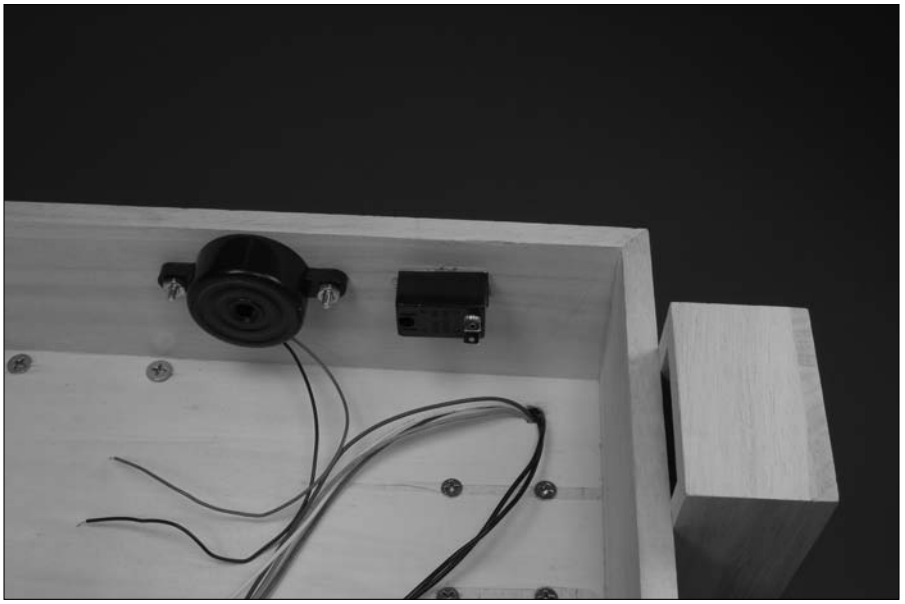

Figure 13-34: The buzzer and the on/off switch mounted on Sam.
11. **Drill two holes for 6-32 screws to mount the buzzer, as shown in Figure 13-34.**
13. **Drill a hole in the box where you will insert the on/off switch, as shown in Figure 13-34.**